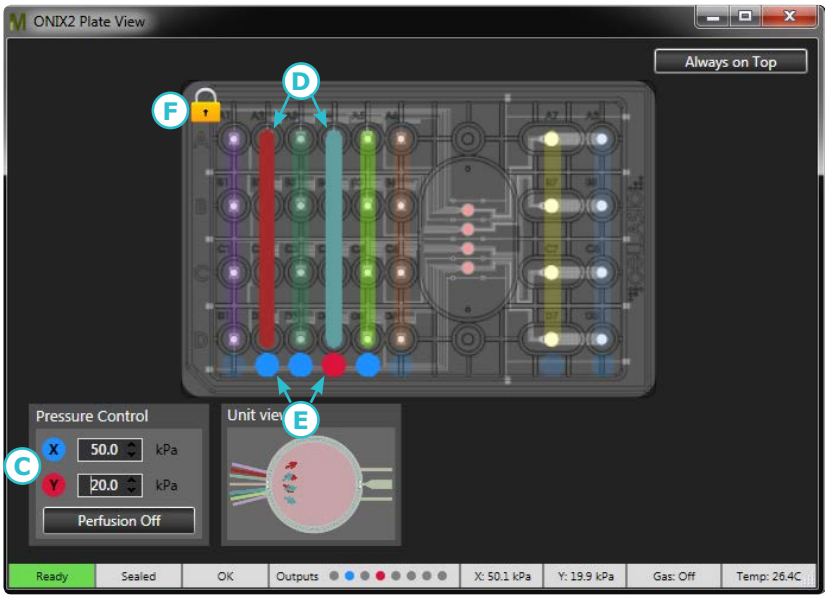

Figure 37. Plate Mini-view with two well groups active and secondary pressure enabled
2. Set pressures X and Y (C in Figure 37).